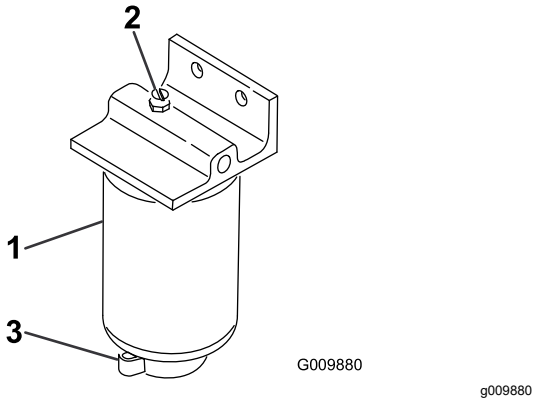

Figur 58
3. Løsn aftapningsventilen i bunden af filterskålen (Figur 58).
2. Rengør området, hvor filterskålen monteres (Figur 58).